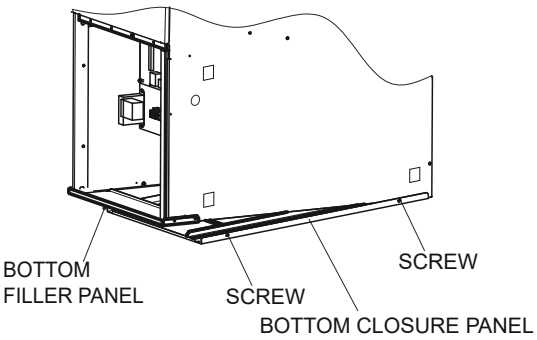

Fig. 6-1 Removing Bottom Closure Panel
1.Tilt or raise furnace and remove the screw holding bottom filler panel. (See Fig. 6-1.)
These furnaces are shipped with bottom closure panel installed in bottom return-air opening. Remove and discard this panel when bottom return air is used. See 6.1 and Fig. 6-1 for bottom closure removal.